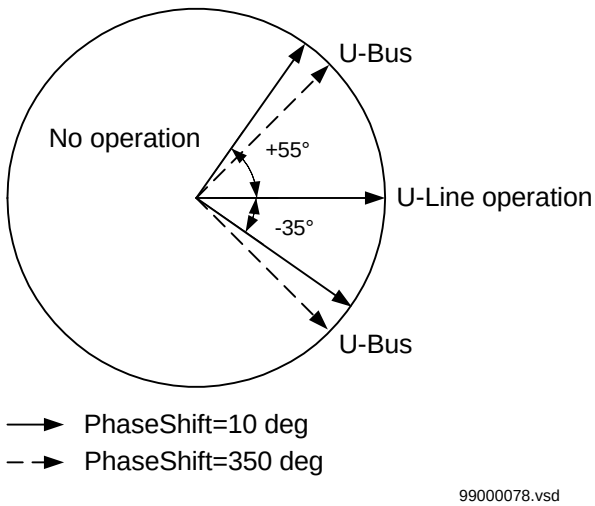

Figure 25: Test of phase difference.
4. **Change the phase angle between +55 and -35 and verify that the two outputs are activated for phase differences between these values but not for phase differences outside. See Figure 25.**